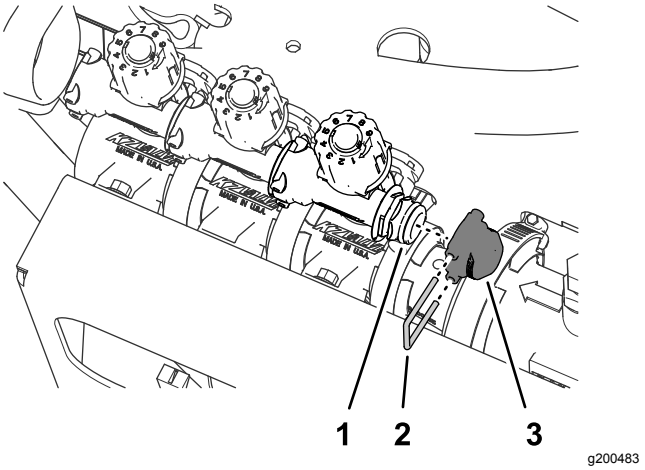

Figur 63
3. Fjern holderen som fester lokket til hurtigfrakoblingsnippelen for omløpsventilen (Figur 63).